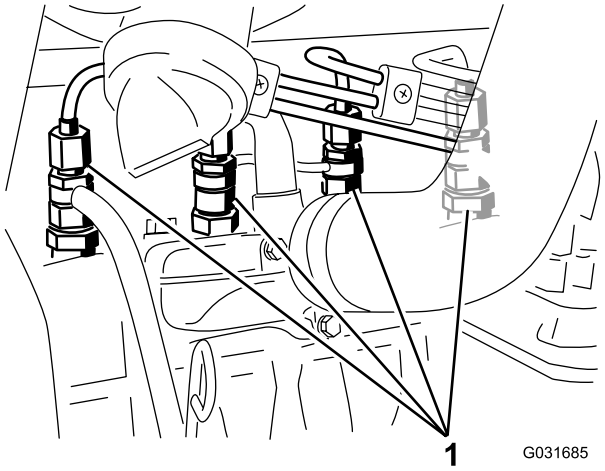

Figur 44
1. Løsne rørforbindelsen til injektormunnstykke nr. 1 og holderen ved innsprøytingspumpen (Figur 44).